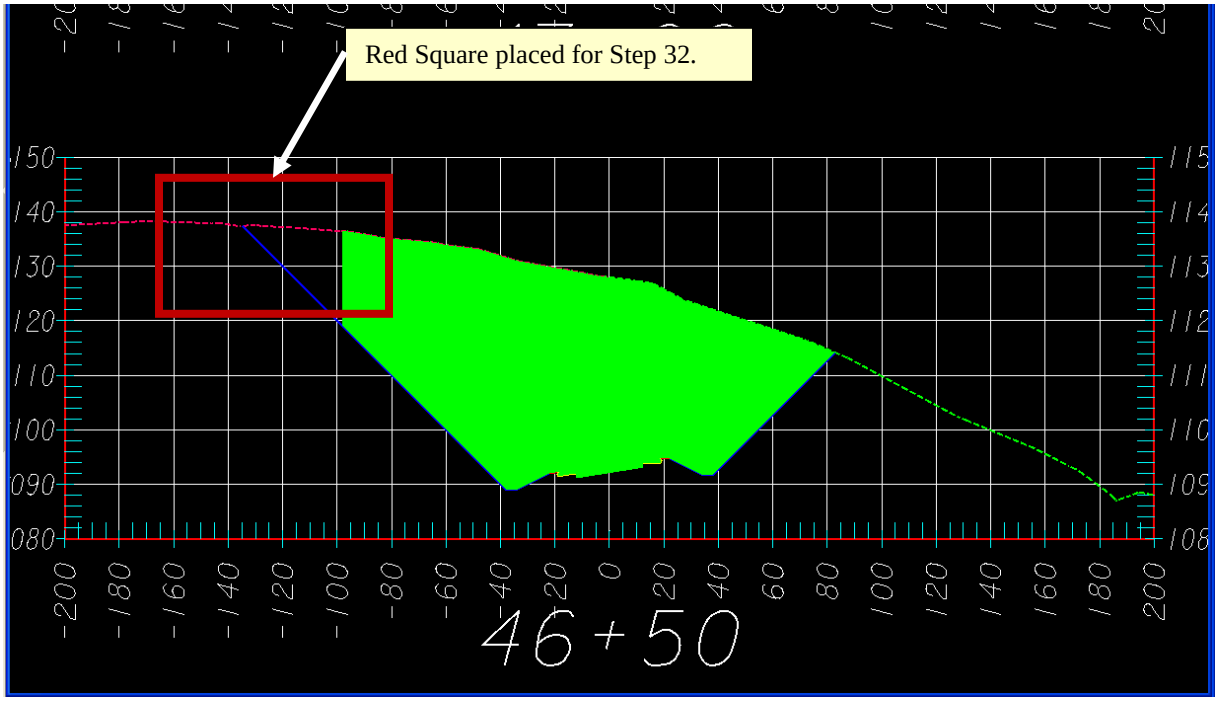
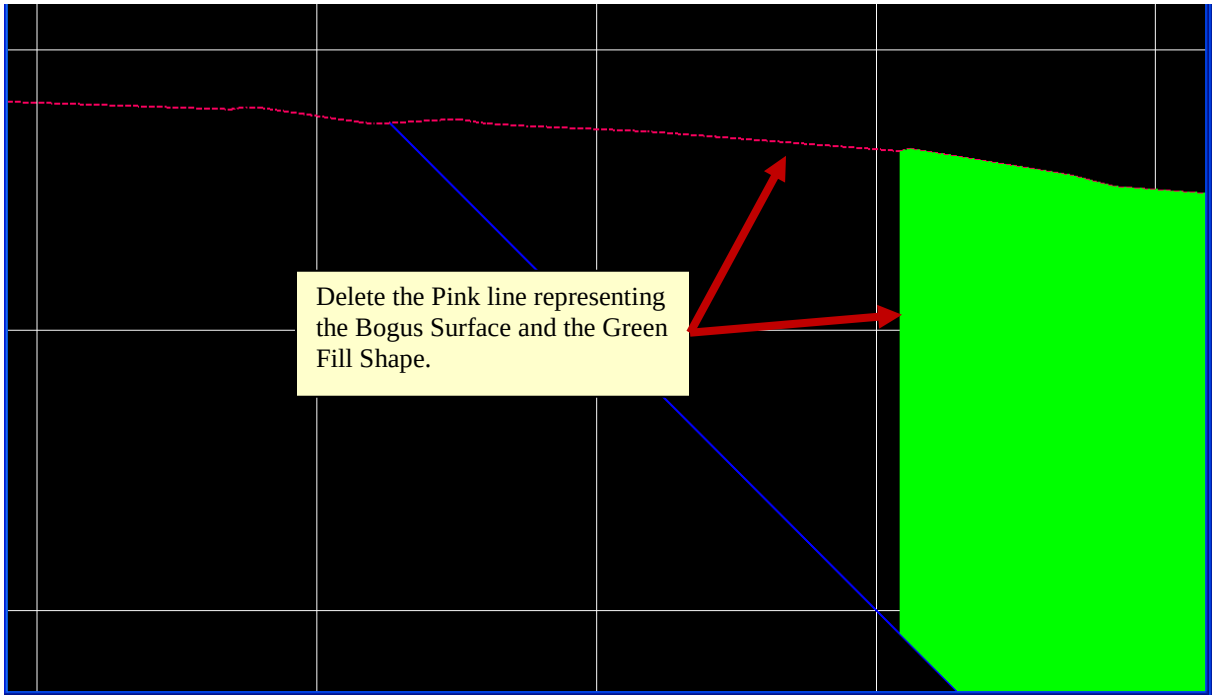
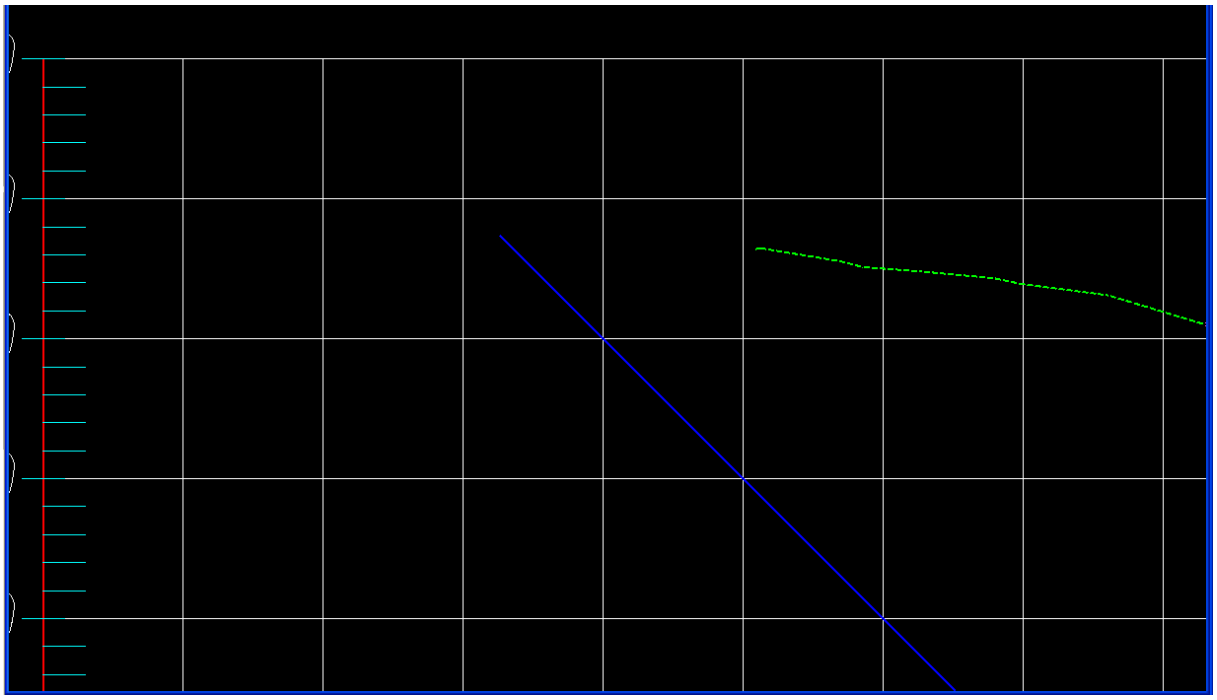

Figure L11-11 MicroStation View Window
Figure L11-12 MicroStation View Window
Figure L11-13 MicroStation View Window
30.	**Review Station 46+50.00 in MicroStation.** • In the **Cross Section Viewer**, highlight Station **46+50.00**. • Verify your view in MicroStation matches that shown in *Figure L11-11*. • Notice there is a Gap (that is not filled in with Cut) that exists in the cross section. • Read **IMPORTANT!** in the next step.
32.	**Zoom into the Cross Section.** • In MicroStation, click the **Window Area** icon and window to the extents identified by the Red Square in *Figure L11-11*. • Verify your view in MicroStation matches that shown in *Figure L11-12*.
33.	**Delete the Green Fill Shape and Line representing the Bogus Ground at Station 46+50.00.** • In MicroStation, click the **Delete** icon ( ). • Left click on the Green Shape to select the Shape and then Left click again to delete the Shape as shown in *Figure L11-12*. • In MicroStation, click the **Delete** icon ( ) again. • Left click on the Pink Line to select the Line and then Left click again to delete the Line as shown in *Figure L11-12*. • Verify your view in MicroStation matches that shown in *Figure L11-13*.